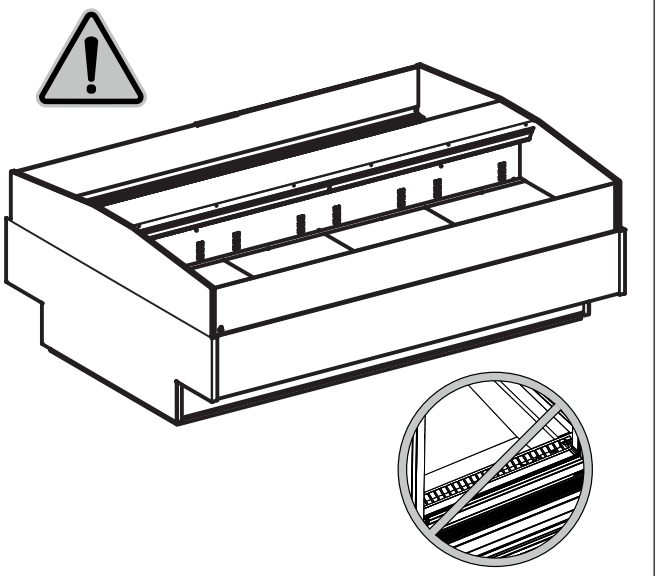

Fig. 44
- The goods do not obstruct the correct flow of refrigerated air ("Fig. 44")